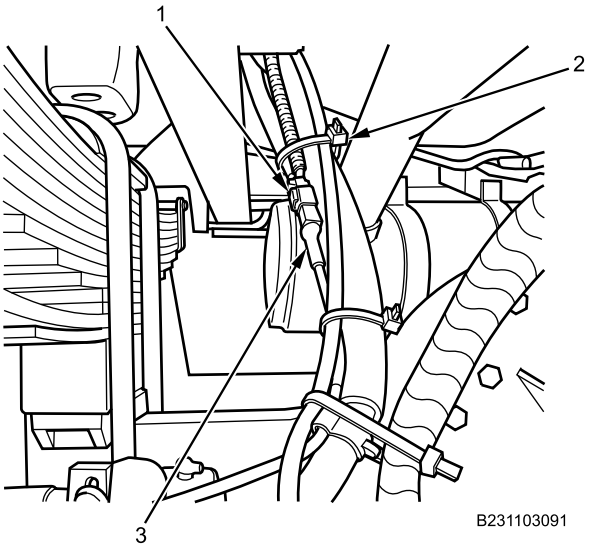

Figure 35. Electrical Connector.
32. Apply dielectric grease in electrical connector (Figure 35, Item 3) and connect onto wiring harness (Figure 35, Item 1).
33. Install new cable straps (Figure 35, Item 2) as needed.